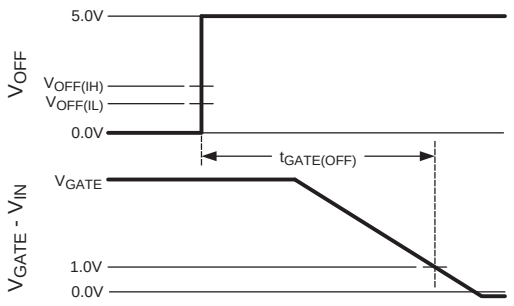

Figure 5. Gate Off Timing for OFF pin Low to High Transition
(3) Time from V_{OFF} voltage transition from 0.0V to 5.0V until GATE pin voltage falls to V_{IN} + 1V. See Figure 5